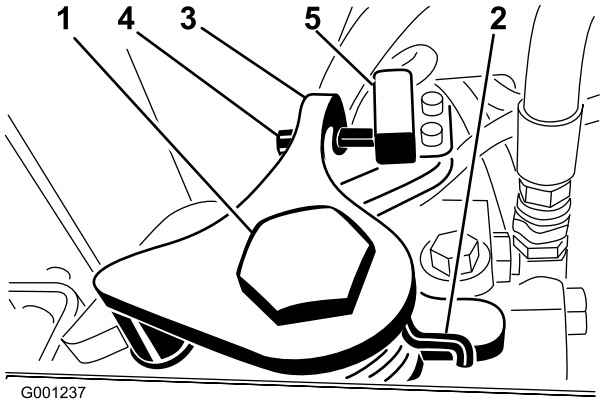

Figur 56
3. Lossa fästskruven på den motsatta sidan av justeringskammen för hjuldrivning (Figur 56).
7. Justera skruven på neutralretursarmen (Figur 56) tills gapet mellan skruvänden och brytarkontakten är 2-3 mm.